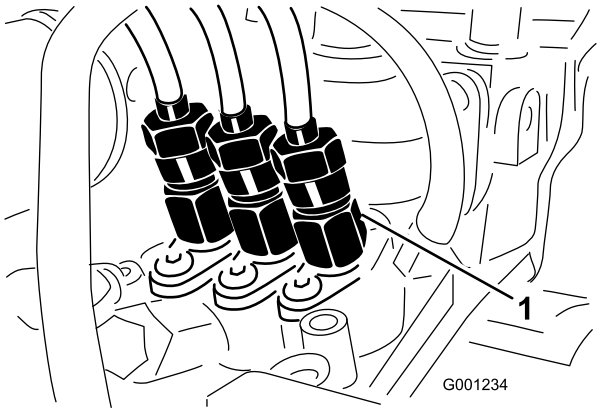

Figur 55
1. Lossa rörmuttern på insprutarmunstycke nr 1 och hållaren vid insprutarpumpen (Figur 55).